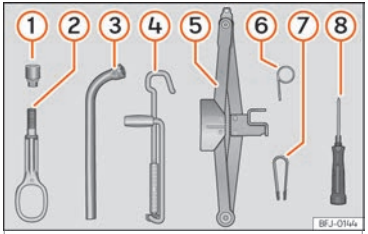

Fig. 72 Nel bagagliaio, sotto la copertura del piano di carico: attrezzi di bordo.
- Collocare la pinza di plastica (attrezzo di bordo ››› fig. 72 ⑦) sul cappuccio finché non si aggancia ››› fig. 73.
- Servendosi della chiave esagonale disponibile all'interno dell'impugnatura del cacciavite, svitare completamente i bulloni della ruota ››› **fig. 72** e posarli su una superficie pulita.